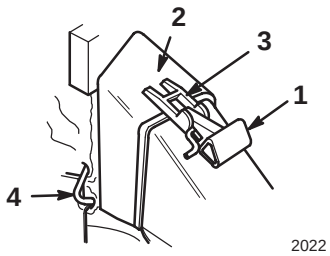

Abbildung 35
2. Darauf achten, daß der Griff der Auswurfkanaltür ganz vorne steht (Tür geschlossen) (Abb. 35).
Hinweis: In Abbildung 35 wird der Bürstenschutz der besseren Übersichtlichkeit wegen nicht gezeigt.
3. Die Korbtüröffnung über die Auswurfkanalöffnung setzen, siehe Abbildung 35.
2. Die Türklinke hochziehen, bis sie sich aus der Korbkerbe löst, und den Griff der Auswurfkanaltür nach vorne ziehen (Abb. 35).